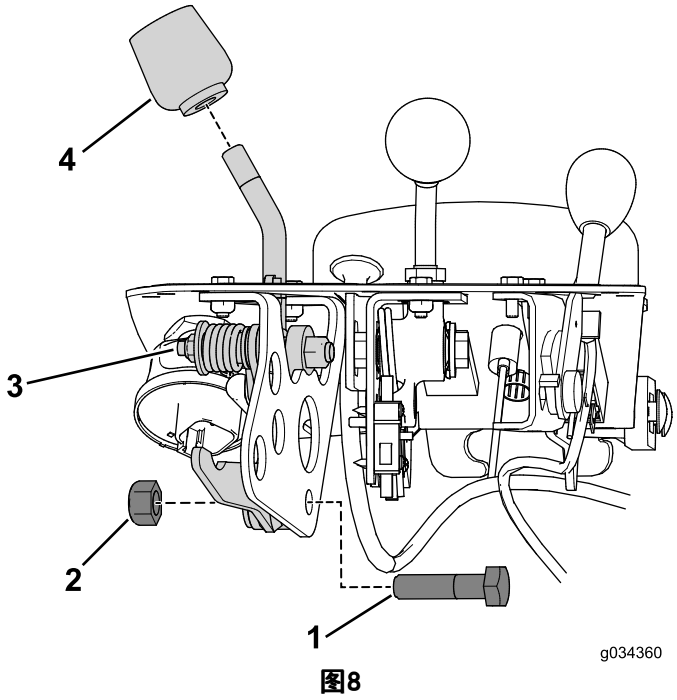

图8
6. 卸下功能杆上的旋钮（图8）。
7. 卸下将功能杆总成固定到功能杆支架的螺栓和螺母（图8）。